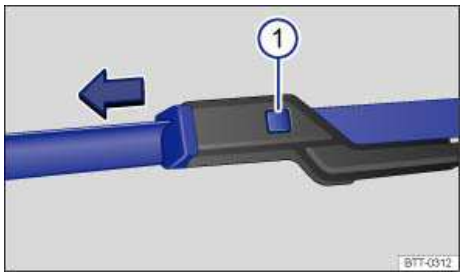

Fig. 150 Changing the windshield wiper blades.
- Press and hold the release button ⇒ fig. 150 (1).